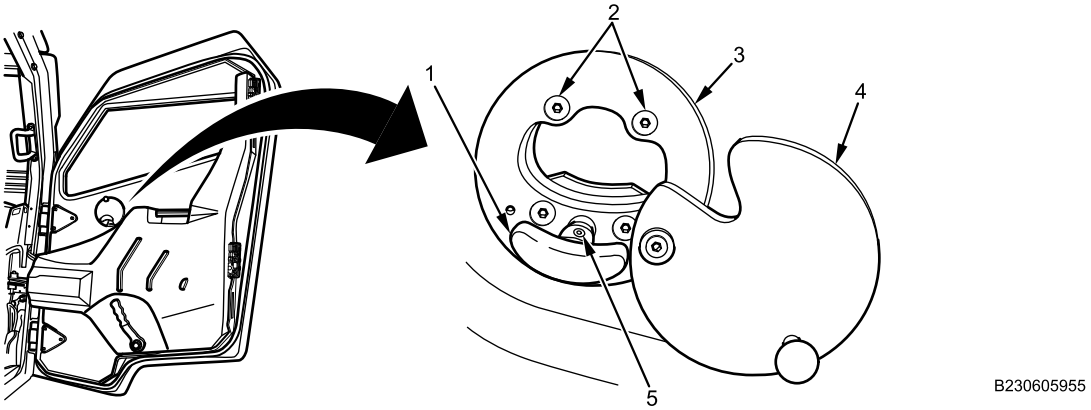

Figure 1. Internal Gun Port in Open Position.
1. Open internal gun port cover (Figure 1, Item 4).
2. Using punch, remove drift pin (Figure 1, Item 5) and internal gun port knob (Figure 1, Item 1).
3. Remove four screws (Figure 1, Item 2) from internal gun port assembly (Figure 1, Item 3) and remove internal gun port from vehicle.